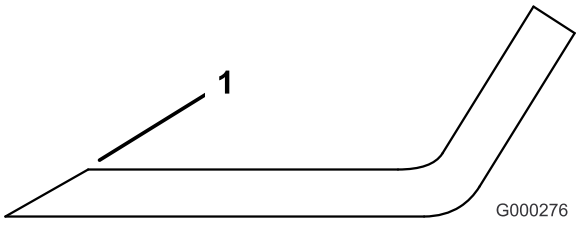

Figure 80
1. Au moyen d'une lime, aiguisez les tranchants aux deux extrémités de la lame (Figure 80). Veillez à conserver l'angle de coupe d'origine. Limez la même quantité de métal sur chacun des deux tranchants pour ne pas déséquilibrer la lame.